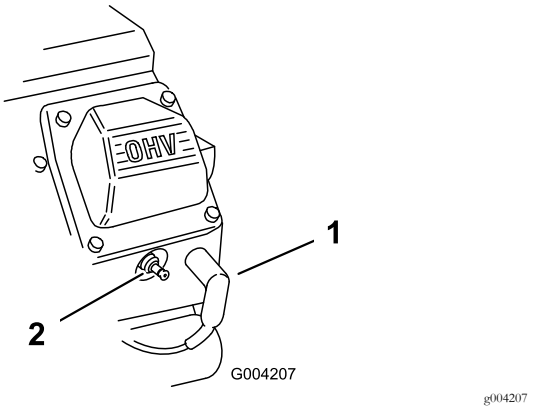

**Figur 49**
2. Trekk ut ledningene til tennpluggene (Figur 49).
3. Skyv ledningene på tennpluggene (Figur 49).